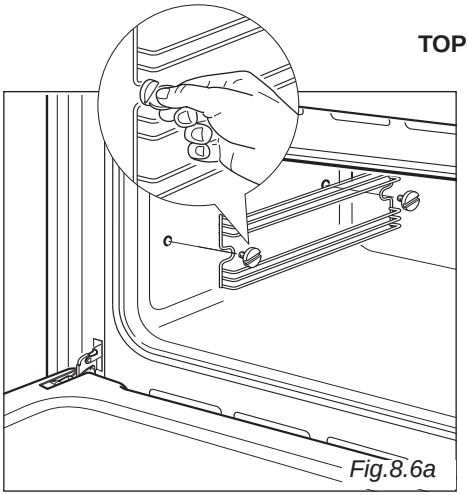

Fig.8.6a
- Assemble the wire racks to the oven walls using the screws (2 screws figs. 8.6a, 8.6b).